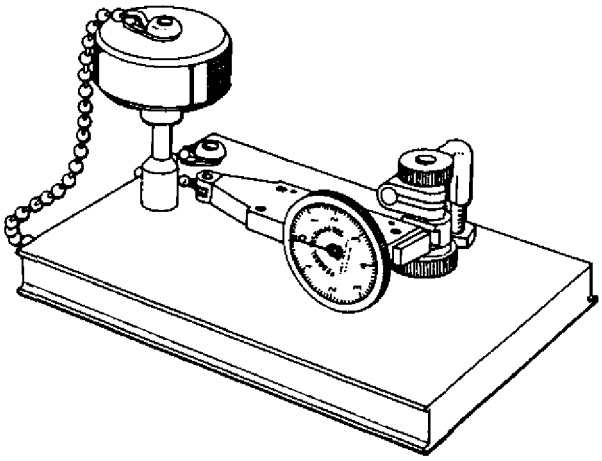

Figure 1. 6796889 Rod−End Internal Clearance Checking Fixture
(1) Pitting: A pit (for the purpose of this inspection) is a small irregular cavity which can be felt with a 0.030 in. radius scribe. Pits are acceptable when not exceeding 0.010 in. deep or 0.020 in. wide and there are not more than three pits in an area of 3/4 in. diameter.
(2) Flaking of plating: Flaking of plating sufficient to cause a loss of more than 10% of the area of contact on the surface of the ball is cause for rejection.
(3) Corrosion: Rust will be removed from all load carrying surfaces. Buff, polish, or clean chemically. In the advanced stages of pit corrosion, no correction is possible.
(4) Wear: Mount the rod end in the 6796889 internal clearance checking fixture (figure 1). Check the movement of the rod end in a direction perpendicular to the axis of the bolt. Reject rod ends exceeding 0.003 in. movement.